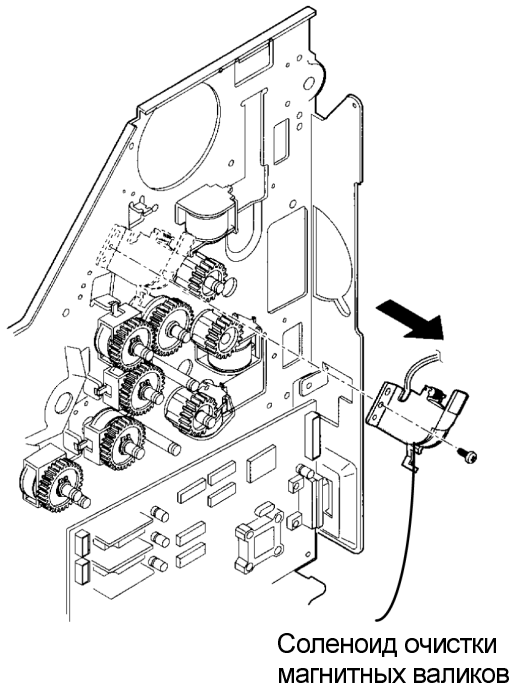

Рисунок 2. Снятие соленоида очистки магнитных валиков
4. (Рисунок 2): Снимите соленоид очистки магнитных валиков.